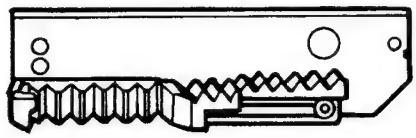

Fig. A-6-2
① Turn the Drive Gear Assembly in the direction of arrow (C).
② Reassemble the Rack Gear N.D. to the Side Bracket Assembly, as shown in Fig. A-6-2, and then reassemble it to the Bracket Assembly(L), This time the Assembling Figure should be the same as(B) at the rectangular hole of Bracket Side.